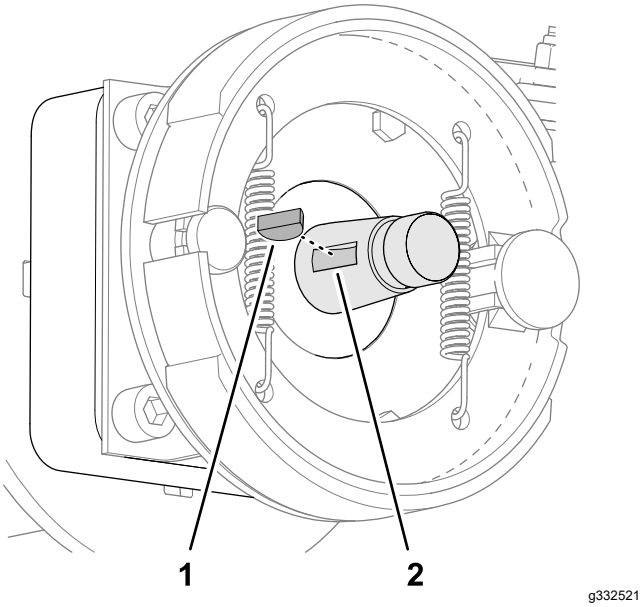

Figuur 85
2. Plaats de schijfspie in de gleuf van de wielmotoras (Figuur 85).